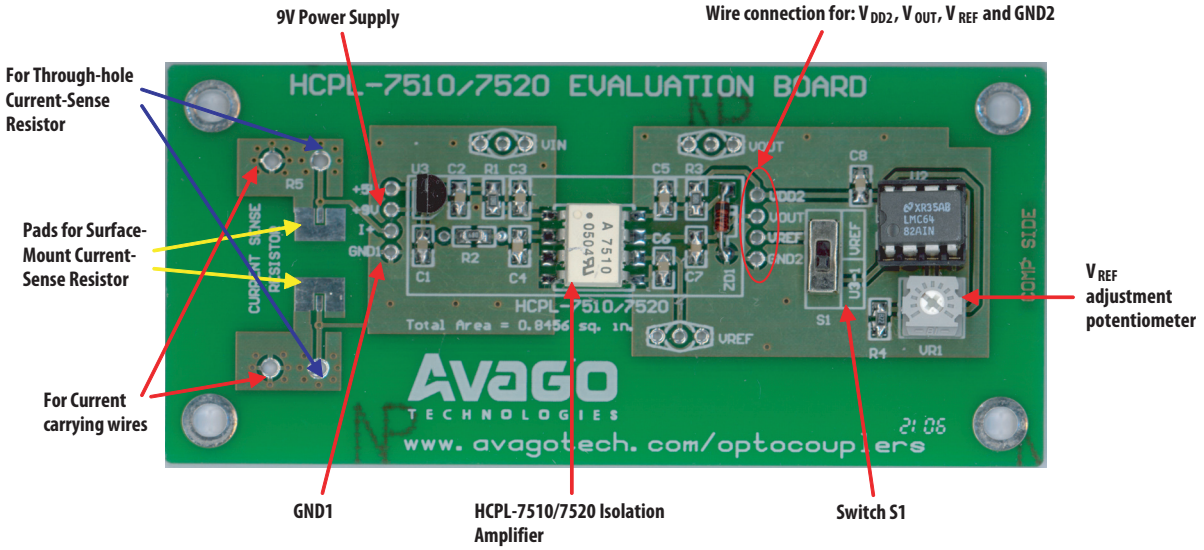
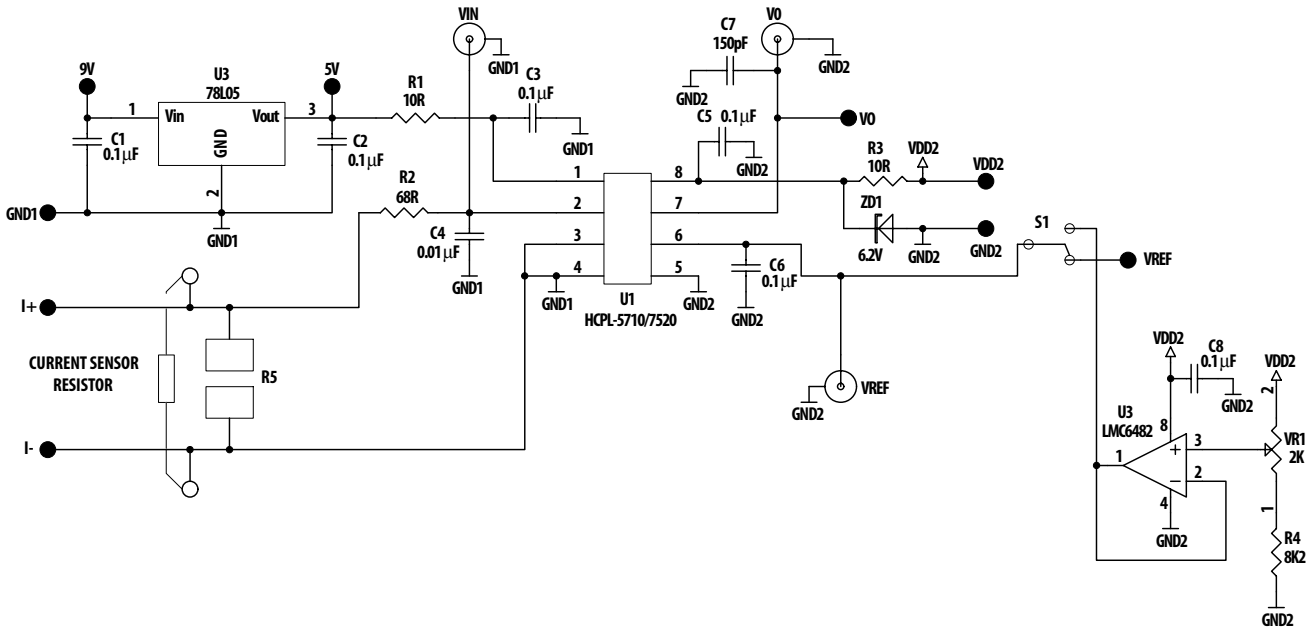

Figure 3. The HCPL-7510/7520 Evaluation Board (Top View).
Figure 4. The schematic for HCPL-7510/7520 evaluation board.
The evaluation board is pictured in Figure 3. The circuit schematic is shown in Figure 4. Isolated power to the board is provided by attaching a 9V battery to the input supply V_{DD1}. (The input power V_{DD1} is typically derived from the upper-gate drive power supply or from a separate transformer winding in the case of phase current sensing.) When measuring phase-current, a low-value resistor (0.5 to 50mΩ) is inserted in series with the phase-current wire. The voltage across this current-sense resistor is measured by the isolation amplifier. The input voltage range for the HCPL-7510/7520, (–200mV to +200mV), is kept small to minimize power dissipation across the current-sense resistor. There are two holes on the board for inserting a thru-hole current-sense resistor (and two pads for a surface-mount current-sense resistor if desired.)
1. Input power supply: Locate the board holes "9V" and "GND1" (on the left side of the evaluation board as pictured in Figure 3.) Attach a 9V battery to these board holes. (Alternatively, a 5V power supply may be supplied directly the holes "5V" and "GND1". If using the direct connection, however, it is recommended to disconnect the 78L05 voltage-regulator output from the circuit and avoid damaging the 78L05).
3a. For connection to A/D V_{REF} or external power supply: Set the switch S1 to the "up" position. Connect a power supply (5V max.) or voltage reference from the A/D to the "V_{REF}" hole (Refer to Figure 3.) The Vref supply should be referenced to GND2.
5. (Connection of current-sense resistor:) Choose the appropriate resistor based on the desired input current range (see following Table 1). Refer to Figure 3 for insertion location. The "through-hole resistor" holes are spaced far enough to allow the resistor to easily fit in the board but close enough to minimize lead length. Use the surface-mount pads for an S/M current-sense resistor.